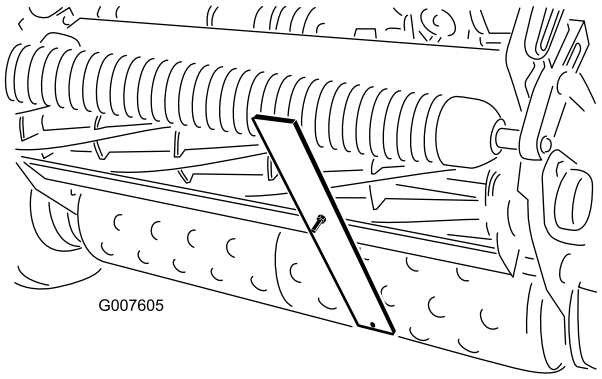

**Figuur 50**
4. Plaats de schroefkop op de snijrand van de snijplaat en laat de achterzijde van de lat op de achterrol rusten (Figuur 50).